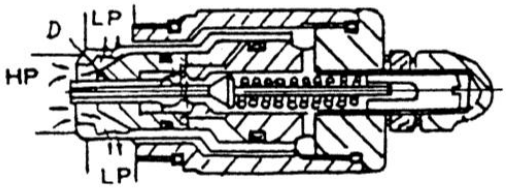

Fig.6.8
(4)Compared with the cylinder port HP, the inside pressure is imbalance, then the safety valve core will be open, so the oil of the HP side will reach LP passage directly. (See Fig.6.8)